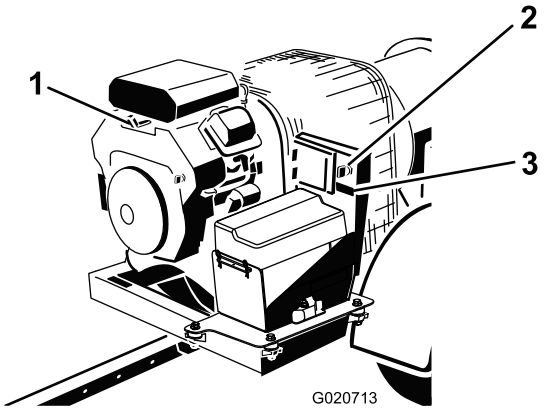

Figur 14
3. Drej tændingsnøglen til positionen "START", og sæt den hurtigt herefter i positionen "ON" (Figur 14) Dette aktiverer modtageren .
4. Hvis du forlader maskinen, skal nøglen drejes til positionen FRA og tages ud af tændingen (Figur 14).